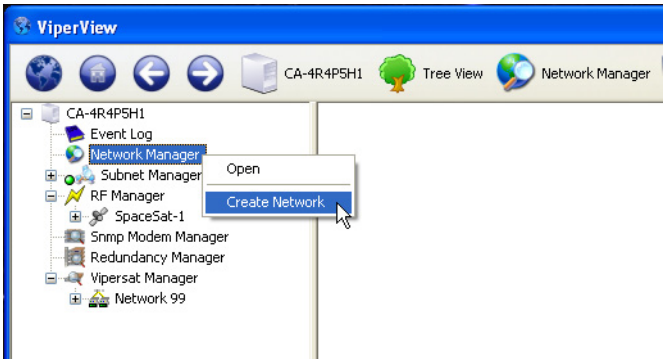

Figure 3-43 Create Network menu command
1. From the tree view list, right-click on the Network Manager icon and select **Create Network** (figure 3-43).